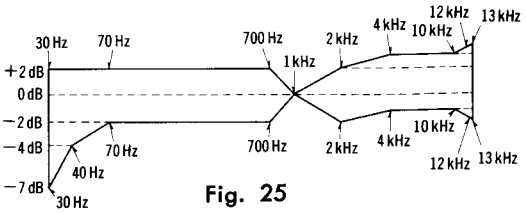

Fig. 25
* Input level control ····· MAX * Output level control ··· MAX Equipment: * VTVM * AF oscillator * ATT * Test tape (reference blank tape) ··· QZZCRA for Normal ··· QZZCRX for CrO_2 ··· QZZCRY for Fe-Cr ··· QZZCRZ for Metal	3. Place UNIT into record mode, and tape selector to normal position. 4. Supply 1 kHz signal from AF oscillator through ATT to LINE IN. 5. Adjust ATT so that input level is −20 dB below standard recording level (standard recording level = 0 VU). 6. At this time, LINE OUT level indicates 0.07 V. 7. Record each frequency 30 Hz, 100 Hz, 1 kHz, 4 kHz, 8 kHz, 10 kHz, 12 kHz, and 13 kHz (14 kHz for CrO_2 and Fe-Cr, 16 kHz for Metal). 8. Playback and express in dB the difference between playback output level of each frequency based on playback output level of 1 kHz. 9. Change test tape to Fe-Cr (QZZCRY), CrO_2 (QZZCRX) and Metal (QZZCRZ). 10. Set the tape selector to each position. 11. Measure as same as manner above. 12. Make sure that the measured value is within the range specified in the overall frequency response chart for Fe-Cr, CrO_2 and Metal tape shown in fig. 25, 26 and 27. **Overall frequency response chart (Fe-Cr, CrO_2)**